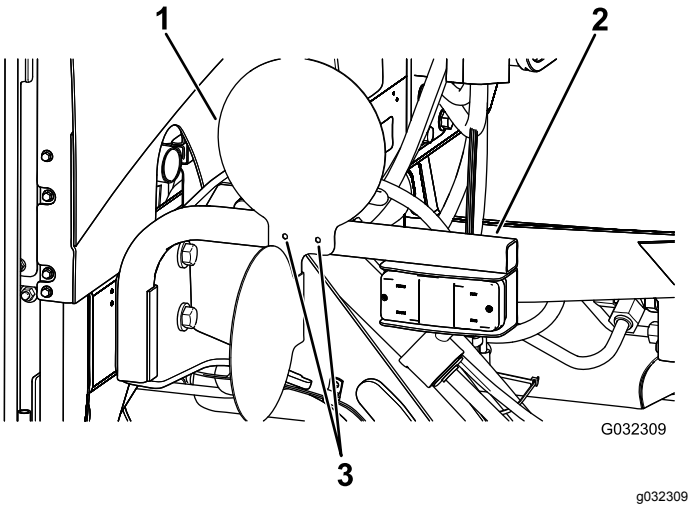

Figur 34
1. Innrett platene med de eksisterende hullene i lyssettbrakettene (Figur 34).